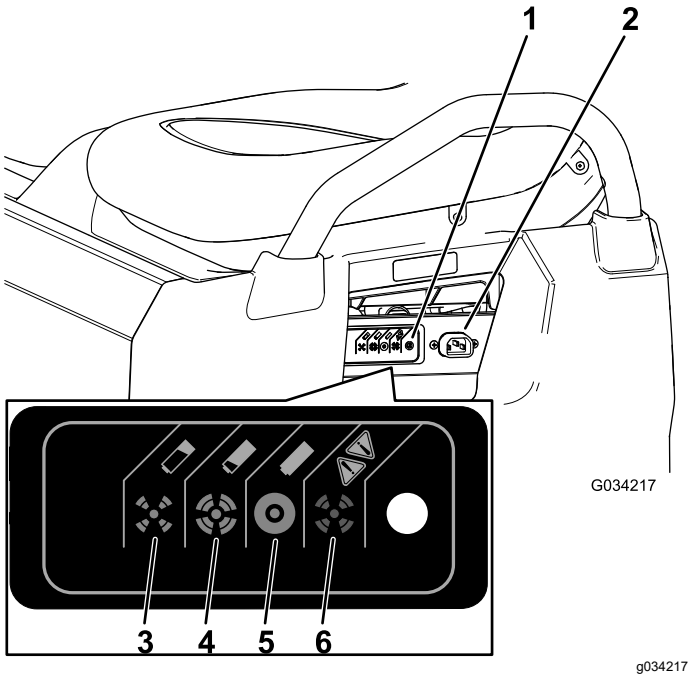

Figuur 38
3. Sluit een **laadsnoer van minstens 1,6 mm dik (16 gauge) en met een lengte van 2,5 m of minder** aan op het oplaadcontact van de machine (Figuur 38).
Raadpleeg de volgende tabel en Figuur 38 om de betekenis te achterhalen van de diverse kleuren van het laadstatuslicht.